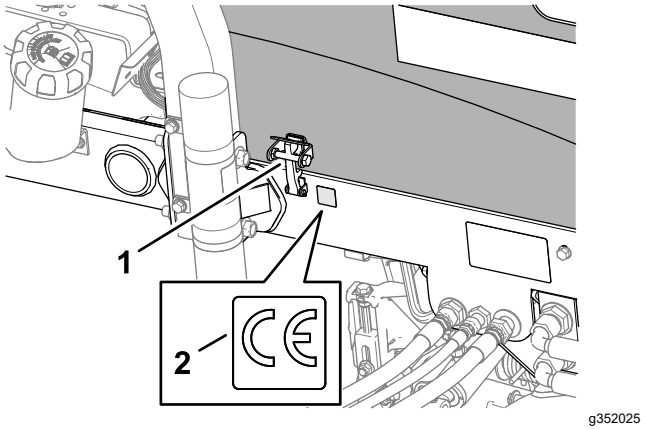

Figur 22
3. Tør venstre stel i nærheden af motorhjelmslåsen af med sprit, og lad stellet tørre (Figur 22).
4. Fjern bagsiden, og påfør CE-mærkaten (delnr. 133-8095) på stellet som vist i Figur 22.